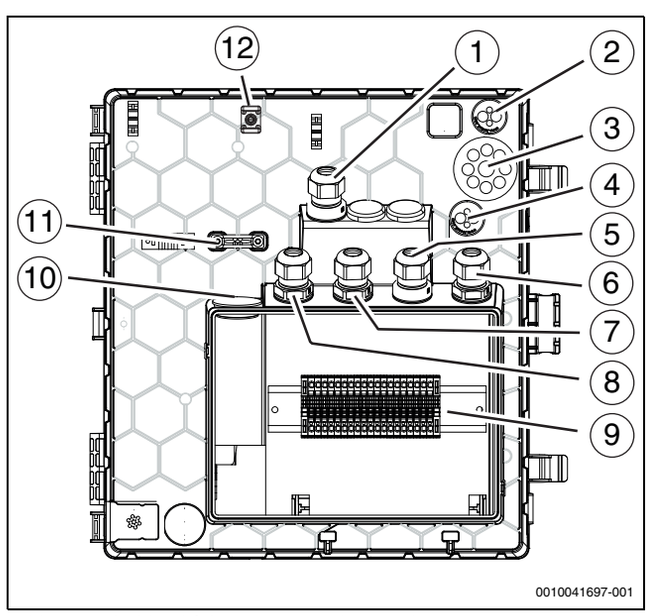

Bild 27 Kabeldurchführungen zum Klemmenkasten
3. Kabel in den Klemmenkasten führen (→Abbildung 27).
Bei Kabeldurchführungen (→Abbildung 27 [2], [3], [4], [10]) genügt ein kleiner Einstich in die Membran, dann können die Leitungen durchgeschoben werden.
- Nach dem Einführen der Kabel die Kabelverschraubungen festziehen (→Abbildung 27 [1], [5], [6], [7], [8]).
- Die festgelegten Befestigungspunkte [12] für die Befestigung der durch die Einführungen geführten Kabel verwenden (→Abbildung 27 [2], [3], [4]).